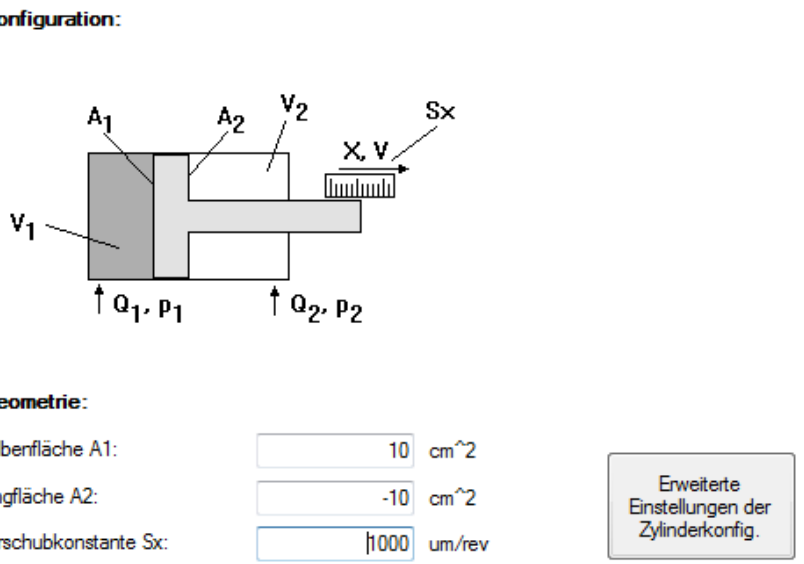

Bild 7.66: Maske "Zylinderkonfiguration"
- Für Pumpen, welche nur mit positiver Drehzahl (nur eine Drehrichtung) arbeiten und die Wirkrichtung des Zylinders über ein Wegeventil umschalten, muss eine der beiden Zylinderflächen negativ angegeben werden (Bild 7.66: Maske "Zylinderkonfiguration"). Kann die Pumpe in beiden Drehrichtungen betrieben werden, ist dies nicht nötig.